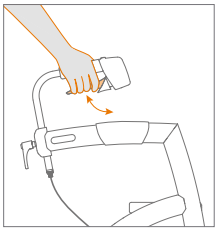

Figure 22: Release the parking brake.
d. To remove the walker from the parking position, squeeze the hand brakes again and release them **(Figure 22)**. The rollator is not in parking position anymore.